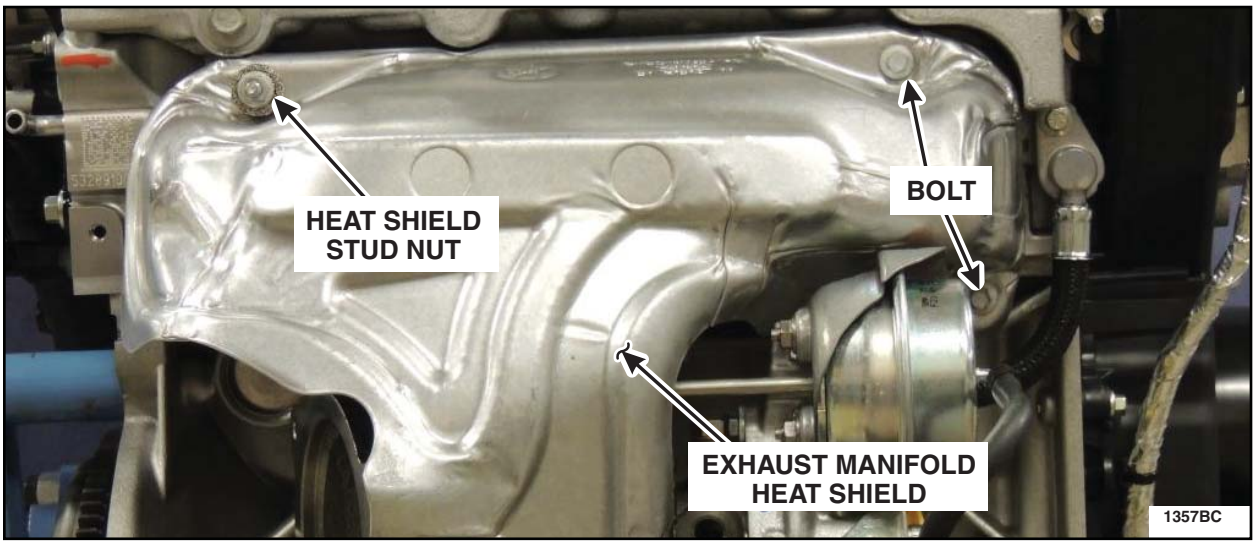

FIGURE C12
13. Install the two (2) *new* bolts and *new* heat shield stud nut onto the exhaust manifold heat shield. See Figure C12.